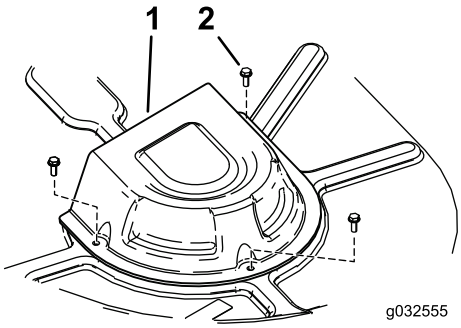

Figur 67
5. Fjern remskivens dæksler (Figur 67).